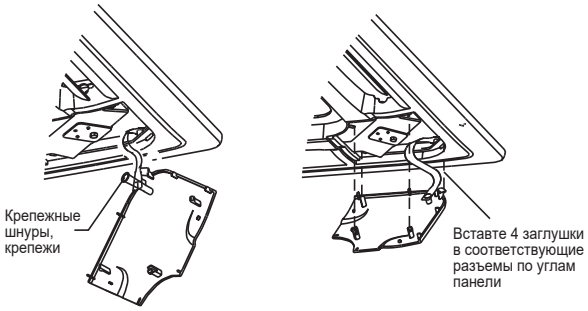

Рис. 2.12
- Регулировка высоты подвеса блока через заглушки, расположенные по углам панели, возможна, в случае, если она не повлечет за собой повреждение трубопроводов (рис.2.12 -справа).